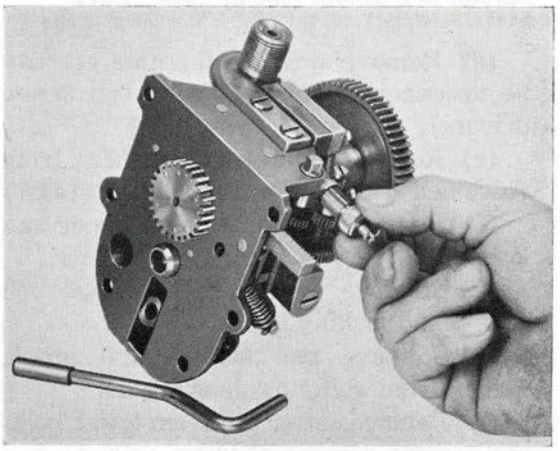

Figure 278
(ag) Replace nipple holder on spinning-gear frame and secure with two screws (Fig. 278). **(40)**
(1) Lock mechanism. **(205A-246)**
(2) Draw a pencil mark on spinning turbine for reference and count number of turns of turbine required to unlock (should be 58 to 62 turns).
(3) If more than 62 turns of turbine are required to unlock mechanism, loosen clamp screw on hinge and turn spring case clockwise until correct number of turns is obtained. If fewer than 58 turns are required to unlock mechanism, turn spring case counterclockwise until correct number of turns is obtained (Fig. 278). **(41)**
(4) After proper adjustment is obtained, tighten clamp screw on hinge. **(41)**